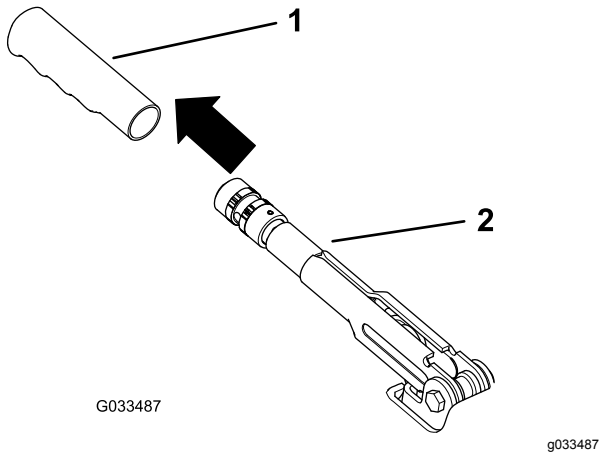

Figur 58
1. Fjern gummigrebet fra parkeringsbremsehåndtaget (Figur 58).
5. Monter gummigrebet på parkeringsbremsehåndtaget (Figur 58).